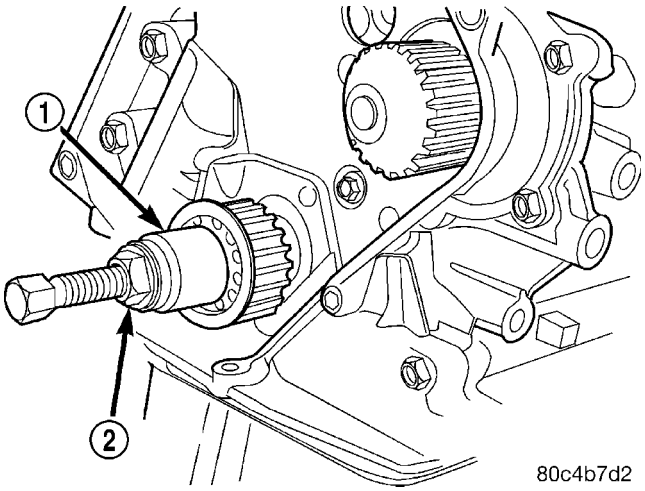

Fig. 55 Crankshaft Sprocket - Installation
(3) Install crankshaft sprocket using Special Tool 6792 (Fig. 55).
(4) Install timing belt. (Refer to 9 - ENGINE/ VALVE TIMING/TIMING BELT/CHAIN AND SPROCKETS - INSTALLATION)
(5) Install crankshaft vibration damper. (Refer to 9 - ENGINE/ENGINE BLOCK/VIBRATION DAMPER - INSTALLATION)